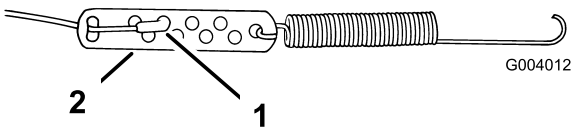

Figure 14
6. Unhook the Z-fitting from the cable adjuster and insert it into the appropriate hole to obtain a 1/16 to 1/8 inch (2 to 3 mm) gap between the control bar bracket and the handle (Figure 14).